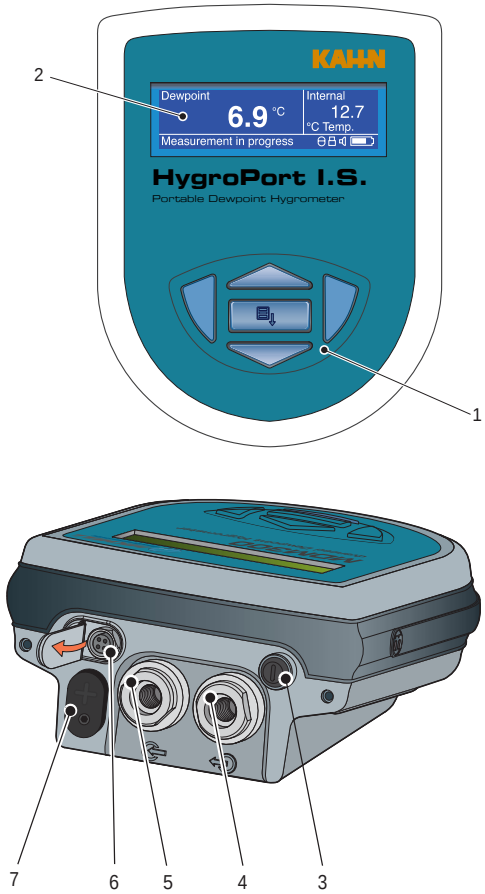
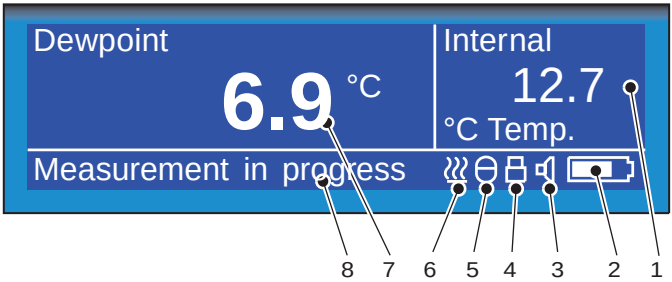

Figure 2.1 *User connections, controls and indicators*
Figure 2.3 *Instrument display*
Figure 2.1 shows the layout of these controls and Table 2.1 describes their respective operational functions.
The graphics display and the associated function keypad (*Figure 2.1),* form the operator interface of the equipment. *Figure 2.3* shows all of the elements of a typical display screen after the instrument's Initialization period has completed.
During this period, gas will be flowing through the sensor and can be externally regulated to meet the instrument's flow requirements. The real time sensor temperature is indicated in the secondary display area. The Initializing icon (item 6 in *Figure 2.3)* is displayed in the status area. The keyboard, with the exception of the scroll up and scroll down keys, is locked out, as indicated by the keyboard lock icon (item 4 in *Figure 2.3)*, until the initialization period has expired. Note that it is possible to terminate the initialization process before the initialization period has timed out by pressing the scroll up and scroll down keys simultaneously. This action aborts the instrument's response enhancement system but allows the operator to make an immediate measurement if the measured dewpoint is wetter than –4°F (-20ºC) dewpoint.